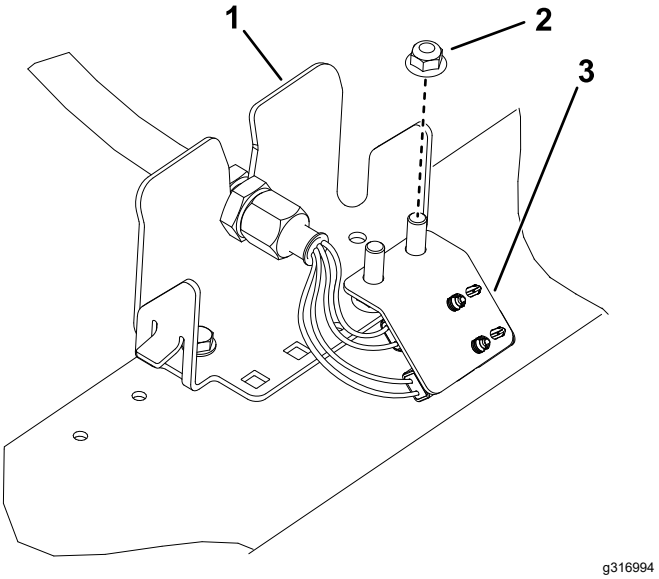
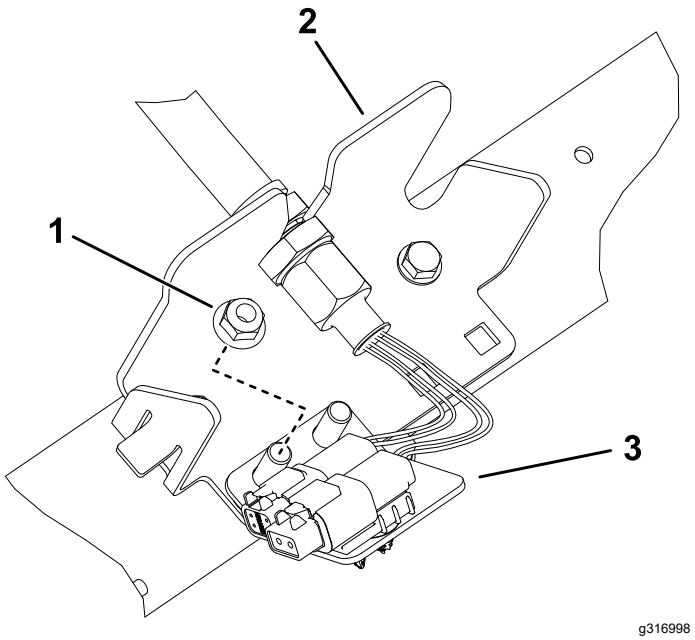

Figuur 25
Figuur 28
6. Herhaal de procedure voor de resterende 4 tussenschotlocaties zoals getoond in Figuur 25 tot Figuur 28.